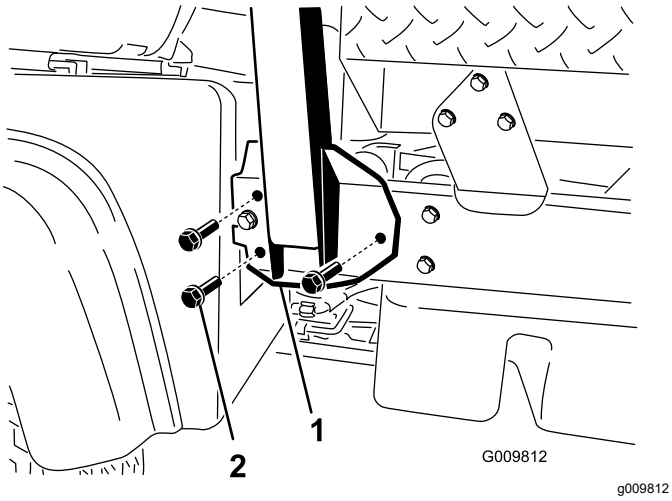

**Figur 4**
2. Rikta in störtbågens samtliga sidor mot monteringshålen på maskinramens bägge sidor (Figur 4).
3. Fäst störtbågens monteringsfäste på maskinramen med tre flänsskruvar (½ x 1 ¼ tum) på varje sida (Figur 4).